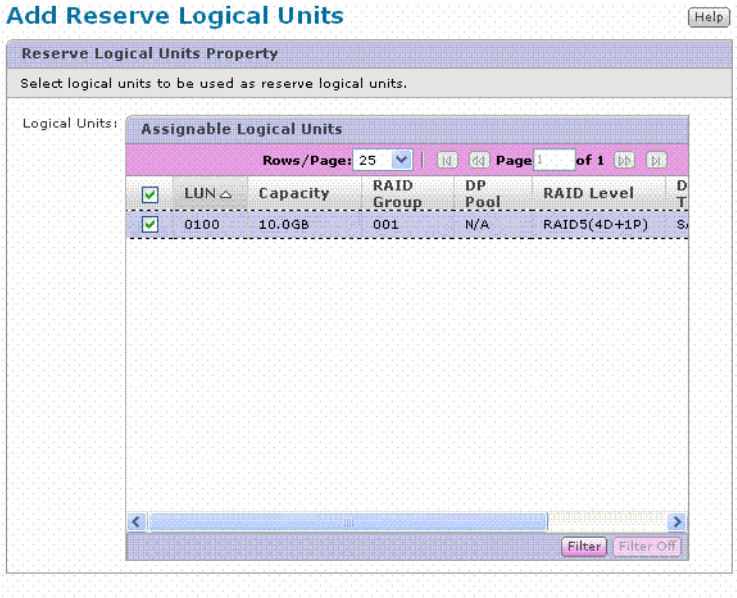

Figure 11-12: Add Reserve Logical Units panel
5. Click **Add Reserve LUs**. The **Add Reserve Logical Units** panel displays as shown in Figure 11-12.